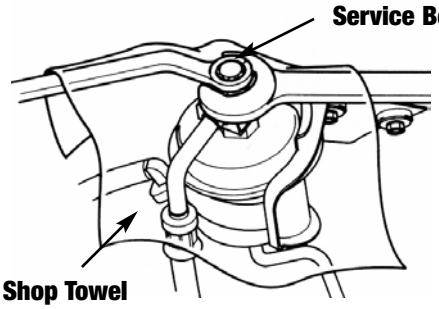

Fig. 1
2. Using a box end wrench, carefully loosen the banjo bolt at the fuel filter while holding the hex on the fuel filter with another wrench. Loosen the banjo bolt one full turn. If your vehicle has a special banjo bolt at the fuel filter, which has a service bolt in the top of the banjo bolt, use a 6mm box end wrench to loosen the service bolt at the fuel filter while holding the banjo bolt with another wrench ***(See Fig. 1)***. (**Note:** Place a shop towel or rag over the fuel filter while loosening the bolt to absorb any fuel spray ***(See Fig. 1).*** Also, it is recommended to replace the sealing washers between the banjo bolt and banjo fitting, or between the service bolt and the banjo bolt whenever the bolt is loosened.)